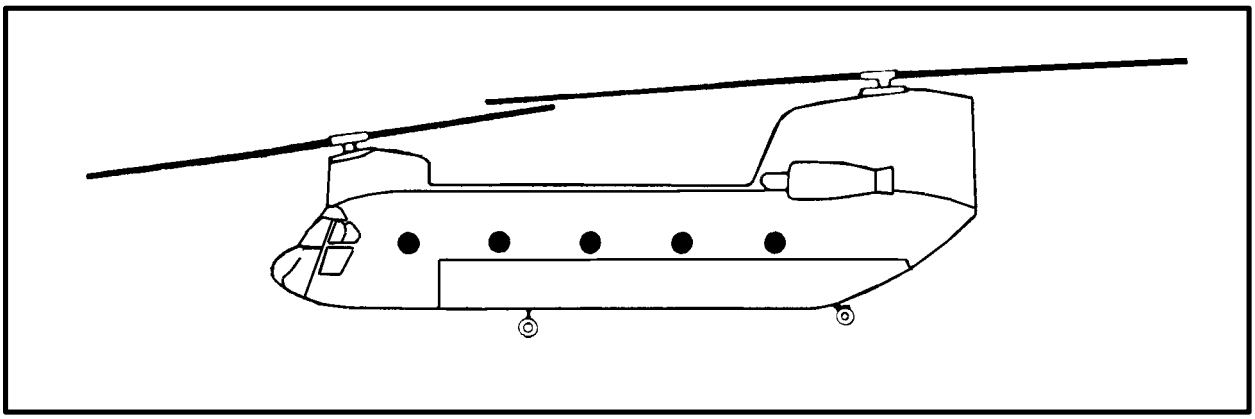

*Figure 2-12. H-47 Chinook*
**e. H-47.** The H-47 Chinook (Figure 2-12) is a twin engine, tandem rotor helicopter manufactured by the Boeing Vertol Company. The primary mission of the Chinook is to aerial deliver personnel, supplies, and equipment. The flight engineer lays on the floor and guides the pilot by giving him directions to help him position the aircraft directly over the load.